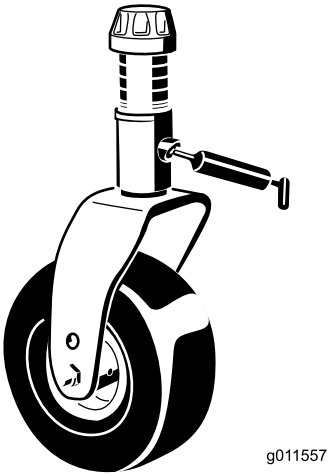

Figura 44
- Casquilhos do eixo da forquilha da roda giratória (2) (Figura 44)